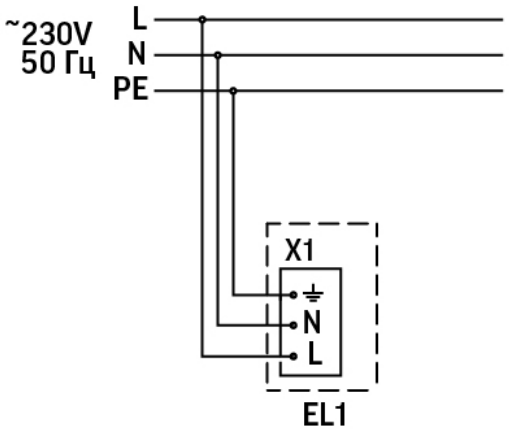

Рис.1
• Продеть сетевой кабель через отверстие в крышке и подключить светильник к сети согласно схеме (Рисунок 1 - подключение к 1 фазе, Рисунок 2 - подключение светильника к 3м фазам)
• Продеть сетевой кабель через отверстие в крышке и подключить светильник к сети согласно схеме (Рисунок 1 или Рисунок 2)